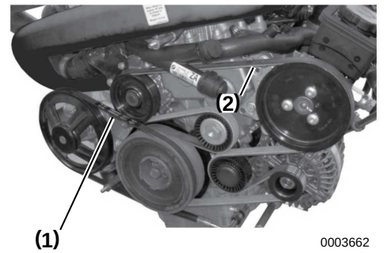

***Figure 8***
3. Check the seawater pump belt **(Figure 8, (1))** and alternator belt **(Figure 8, (2))** for wear, cracks or damage.